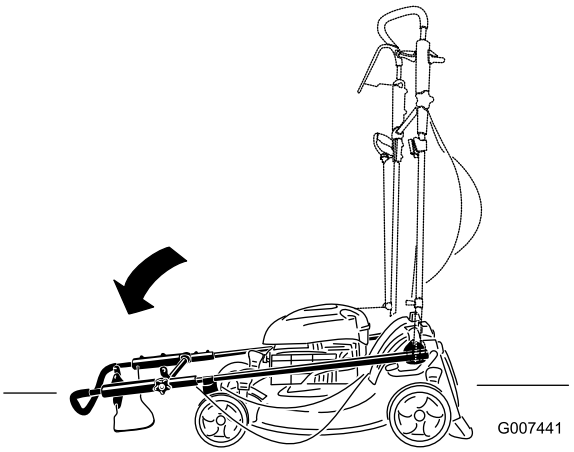

Figur 49
2. För handtaget så långt framåt det går och lossa det övre handtagsvredet (Figur 49).